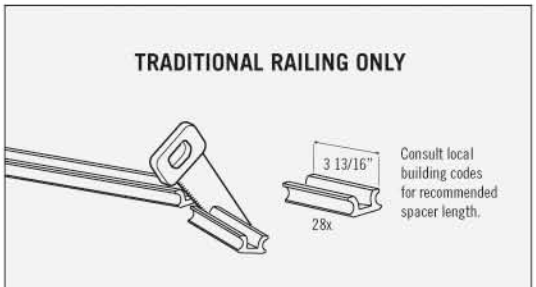

FIG. 24
4. Cut spacers to meet local building codes **(REFER TO FIG. 24)**